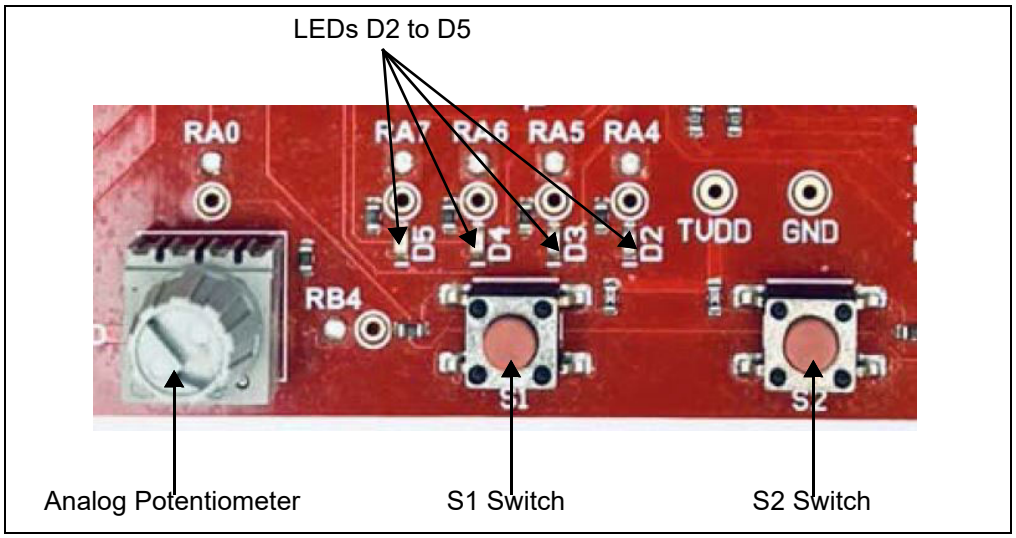
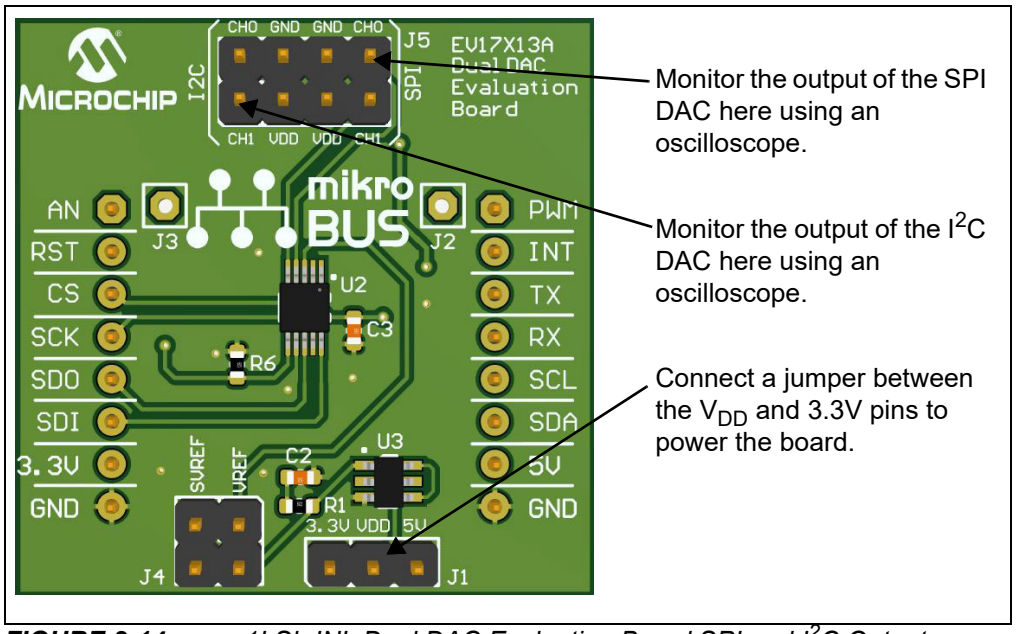

FIGURE 2-13: *The LEDs, Switches and the Analog Potentiometer of the Curiosity HPC Board Used for the 1LSb INL Dual DAC Evaluation Board Demo.*
FIGURE 2-14: *1LSb INL Dual DAC Evaluation Board SPI and I^2C Output Waveform Monitoring.*
Step 3. The LEDs on the Curiosity HPC Board will blink based on which code is running, and the user can monitor the DAC's output using the V_{OUT} pin (see Figure 2-13 and Figure 2-14).